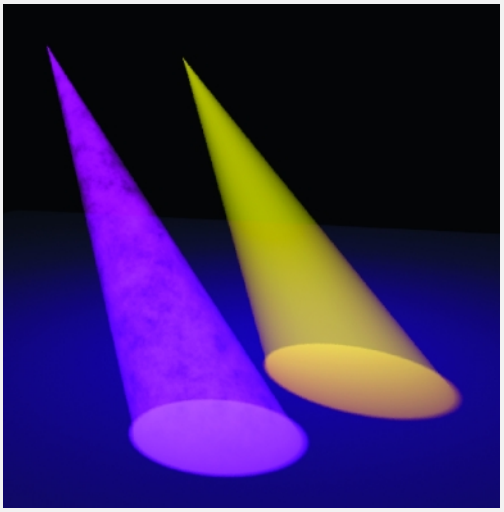

Рис. 4.
6. Создадим еще один Spot Light, назовем соответственно Scan 2. Произведем в его Attribute Editor те же манипуляции, что и у первого. Только на Light Fog Color посадим текстуру. Для этого надо щелкнуть по квадратику в конце строки и выбрать текстуру Cloud (рис.4.).